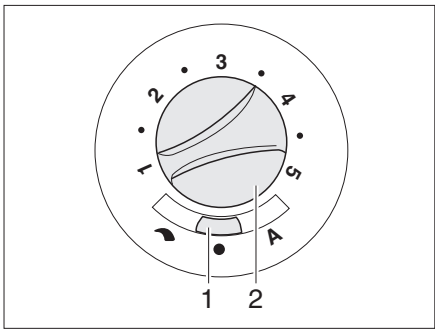

Fig. 103 Operating switch for circulation fan (12 V)
- Set sliding switch (Fig. 103,1) to "⌒" (manual control) or "**A**" (automatic operation).
- If "⌒" (manual control) is set on the sliding switch (Fig. 103,1): Turn the knob (Fig. 103,2) to the required position of the circulation fan.
- Set the sliding switch (Fig. 103,1) to "●" (off). This switch setting has no function in heating operation.